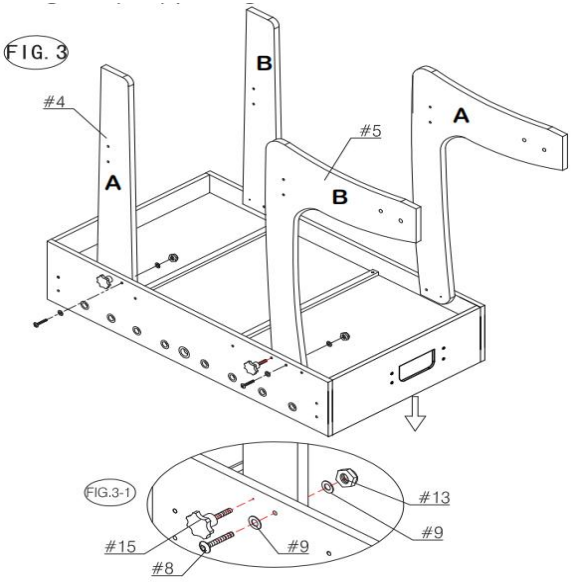

Abb. 4.
8) Befestigen Sie die drei EnHeg-Streben (Nr. 6) an den Beinen (Nr. 4 und Nr. 5). Verwendung Szene mit dem Waschkopf (#10). Siehe Abb. 4.